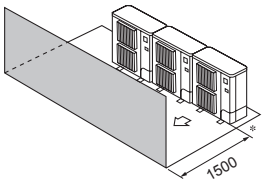

Fig. 3-13
③ Окружающие предметы - только спереди (Fig. 3-13)